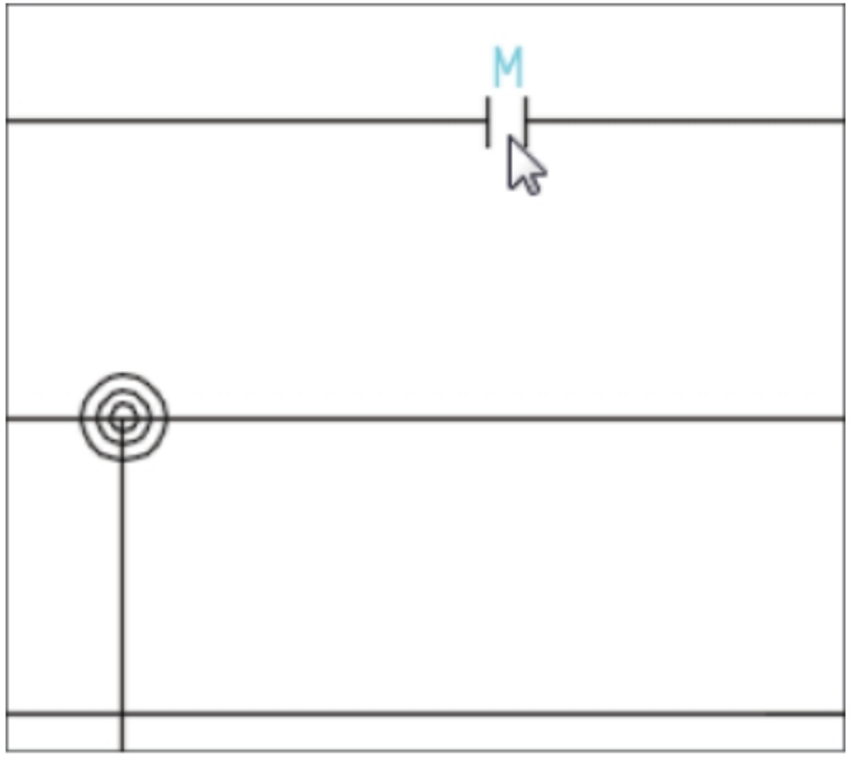

Figure-22. Contact symbol placement
- Click on the top wire of the bus as did before; refer to Figure-22. The **Build Up or Down?** dialog box will be displayed.